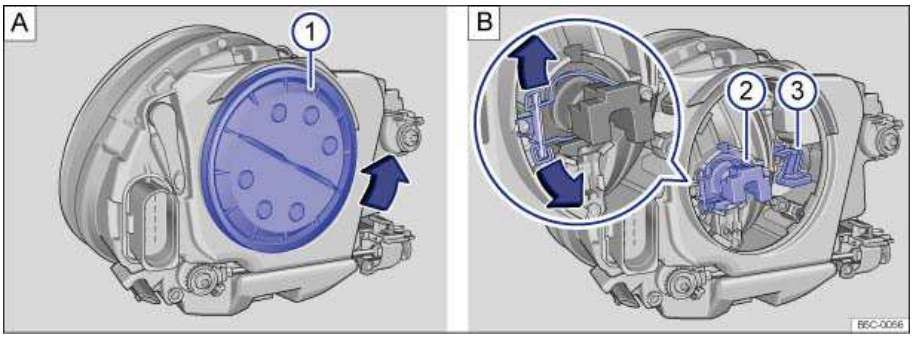

Fig. 175 Left headlight assembly: 1 Cover in the headlight assembly, 2 low beam and high beam headlights, 3 parking light, and daytime running light.
10.	Resecure the clamp by pressing it forward and against the direction of the arrows ⇒ fig. 175 **B**. Pull the bulb lightly to make sure the clamp is securely fastened.
11.	Replace the plastic cover (1) in the headlight assembly and secure it by turning it clockwise (against the direction of the arrow).